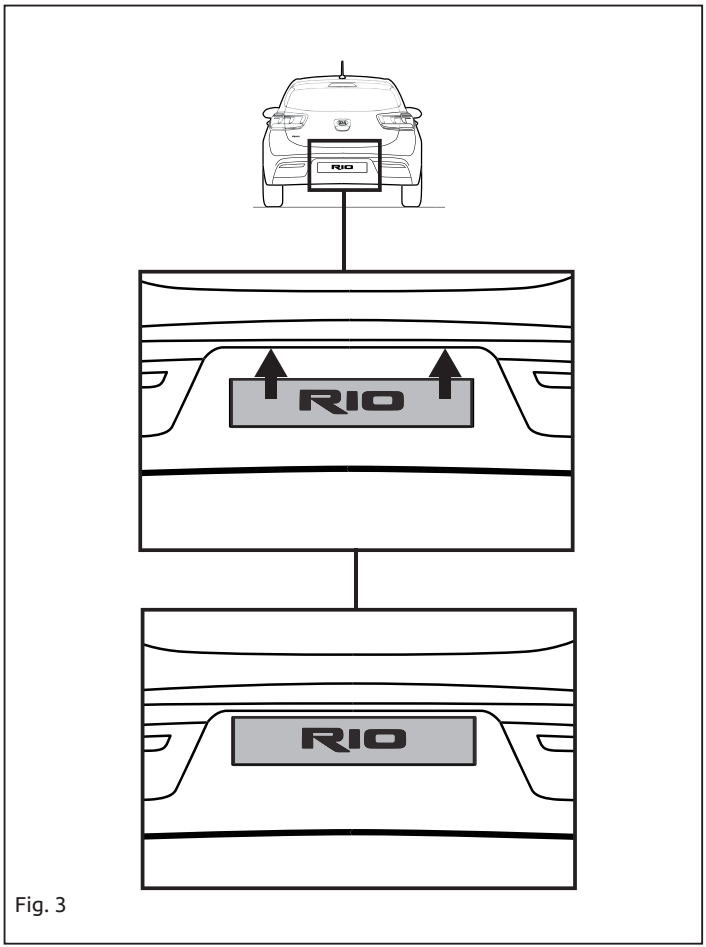

Fig. 3
10. Переместите номерного знака. (см. рис. 3)